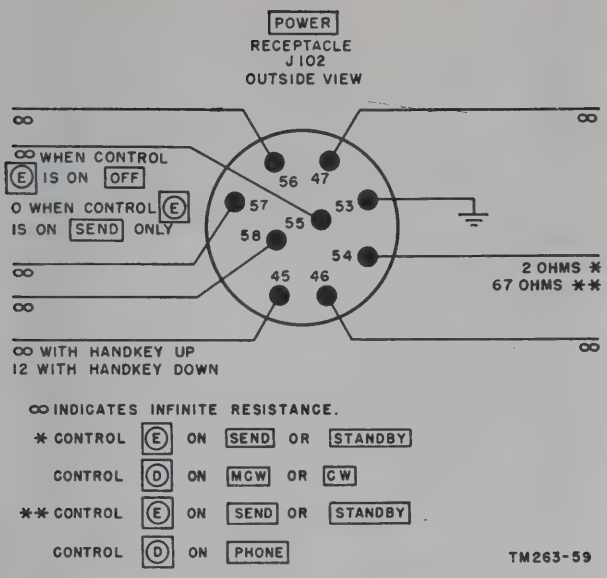

Figure 109. Transmitter POWER socket resistances to ground.
b. Transmitter Power Supply Circuits (figs. 90 and 91). Disconnect power cables, Cords CD–1086 and CD–119, from the transmitter and remove the key and microphone from their jacks. Check the resistances to ground of the contacts of the transmitter POWER socket (fig. 109). If the readings shown are not obtained, *do not* apply power to the radio set; trace the circuits to see where the trouble is located. Otherwise, damage may be done to the power